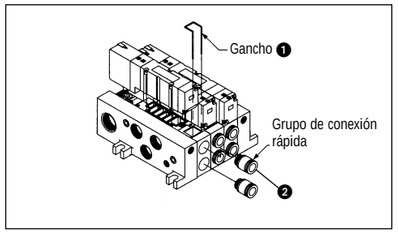

Figura 31
Sustitución de los racores de conexión rápida (Figura 31)
Suelte el gancho de retención ❶ (Figura 31).
Suelte el racor ❷ (Figura 31).
Vuelva a colocar el racor ❷ (Figura 31).
Vuelva a colocar el gancho de retención ❶ (Figura 31).